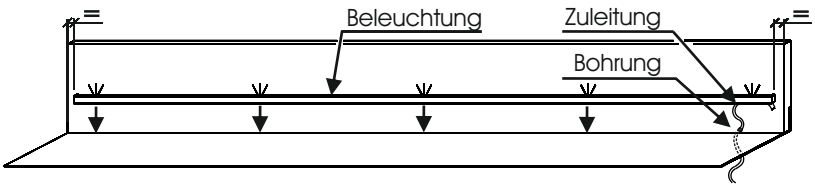

Abb. 2
3. Führen Sie anschließend das Kabel der Beleuchtung (optional) von der Vorderseite des Paneels durch das zuvor gebohrte Loch. Ziehen Sie die Schutzfolie von dem LED - Profil und kleben die Beleuchtung mittig auf den Metall - Paneelboden und vor das Holzpaneel. Achten Sie darauf, dass die Beleuchtungsrichtung zum Paneel gerichtet ist. (Abb. 2)